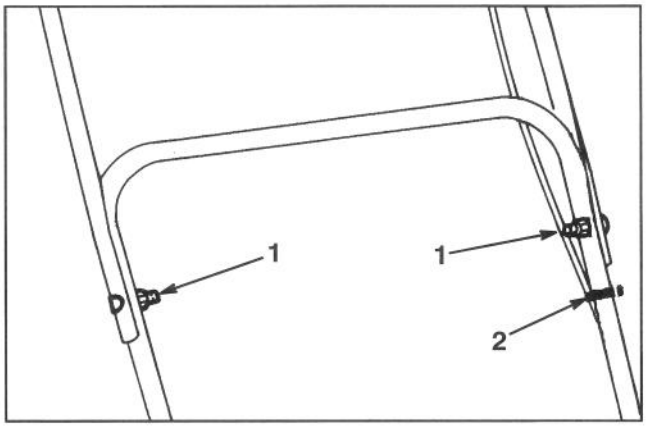

Afbeelding 2
5. BOVENSTE HANDGREEP (Afb. 2)—Bevestig de bovenste en onderste handgrepen met bouten en moeren. Plaats de moeren op de binnenkant van de handgreep.
6. Zorg ervoor dat de bedieningskabel op de achterkant van de handgrepen zit. Maak de bedieningskabel met een kabelbandje aan de handgreep vast (Afb. 2).